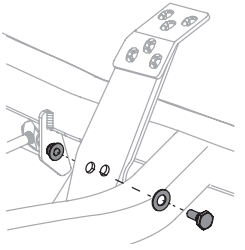

Fig. 36
2. Retire el perno hexagonal, la arandela y la tuerca hexagonal cerca del centro del conjunto del pedal (Fig. 36).
4. Vuelva a instalar el hardware que retiró anteriormente y apriete la tuerca a 28-35 pies-libras (38-47 N-m) (Fig. 36).